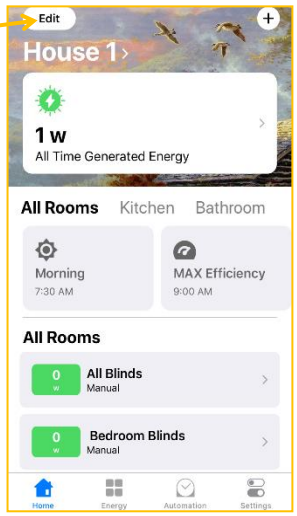

Figure 50
10.11.1. Click **Edit** in the top left corner to start *(Fig. 50)*.